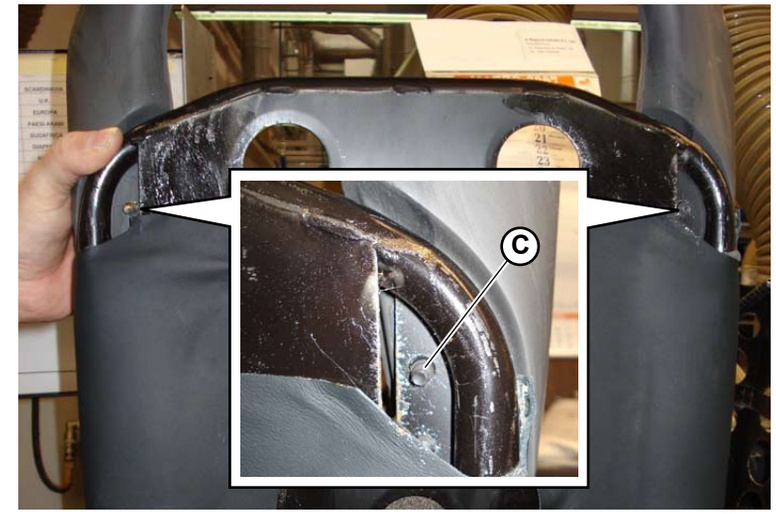

Fig.5
4. Unscrew the 4 bolts, two per side (**C-Fig.5**), securing the headrest to the seat.